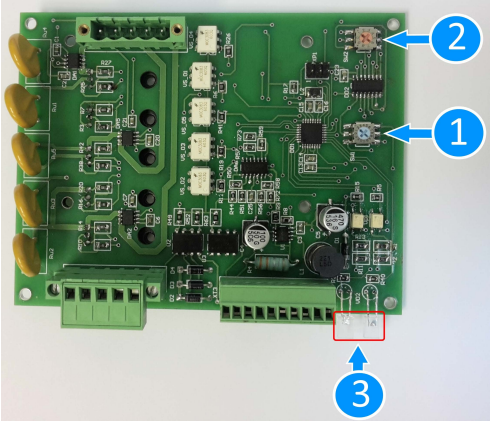

Рис.6. Плата бесконтактного тиристорного пускателя (ПРТ)
- Плата бесконтактного тиристорного пускателя (ПРТ) (рис. 6)